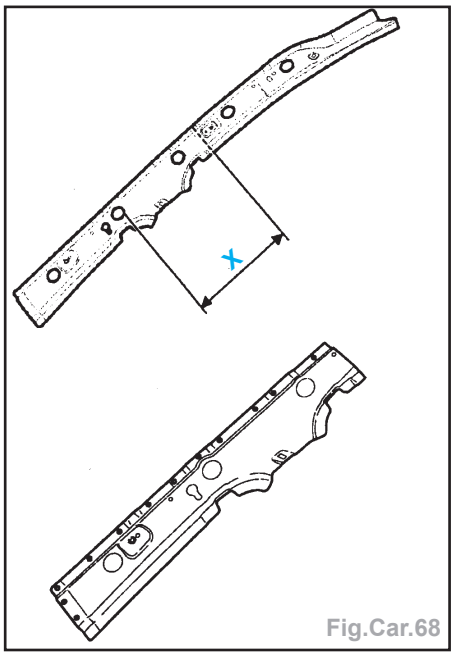

Fig.Car.68
- puis découper à l'aide d'une meule épaisseur 1 mm (coupe définitive) et percer des trous de Ø 6,5 mm pour soudage ultérieur par points bouchons (Fig.Car.68).